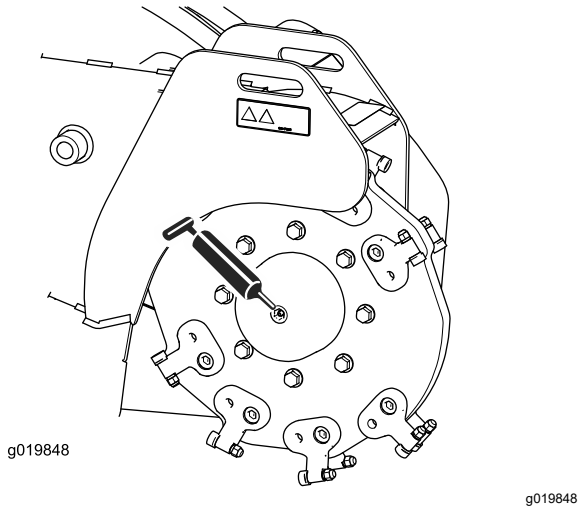
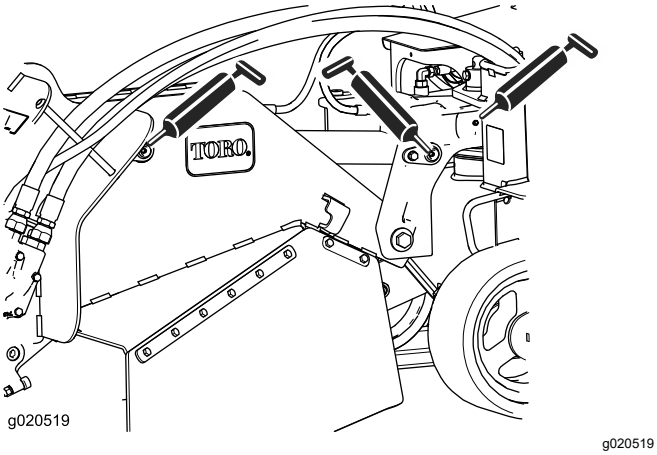

**Figuur 26**
**Figuur 28**
4. Sluit een smeerpistool aan op elke smeernippel (Figuur 26 tot Figuur 28).